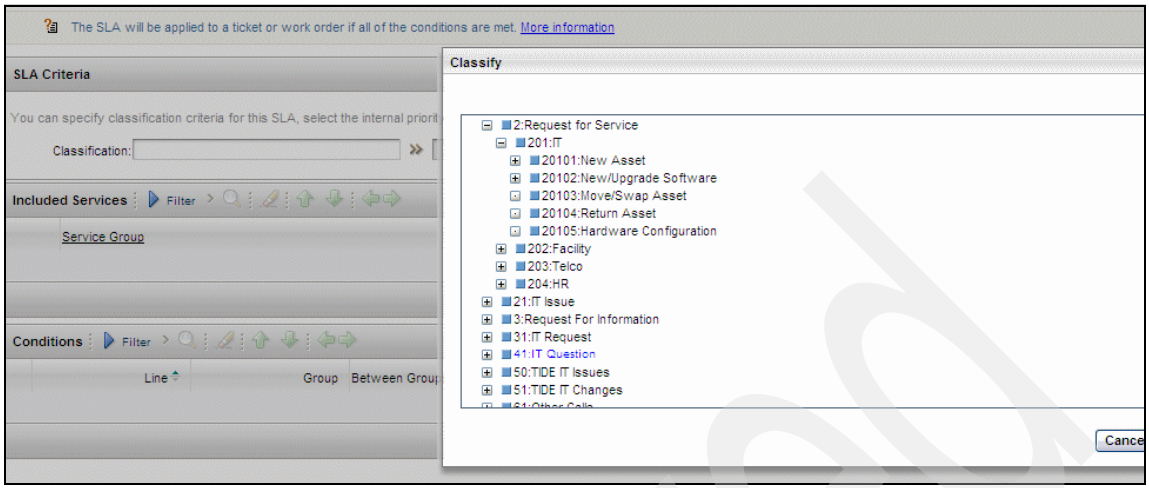

Figure 3-45 Conditions tab
1. Go to Service Level Agreements (SP), and open **SLARB1001**.
3. Click **Classify**, and select **Request for Service\IT\Hardware Configuration**, as shown in Figure 3-45 on page 59.